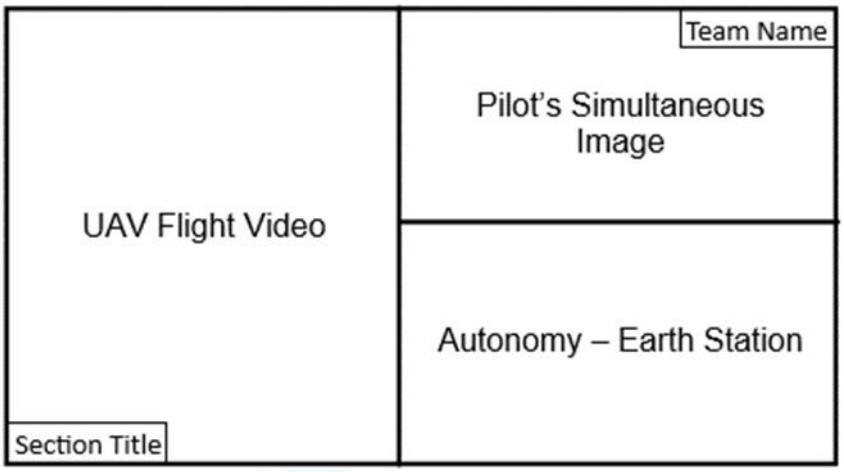

Figure 1: Screen Layout in Preparation and Mission Video
In this section, the video needs to be divided into three (3) parts as "aircraft flight video", "simultaneous image of the pilot", and "ground station" as in Figure 1. Teams are responsible for shooting and showing the images simultaneously in the video. The pilot image must be a wide-angle shot where the team pilot performing the flight is clearly seen together with the stick movements, not just the stick movements. The images showing the ground station must be in the form of a screen recording taken directly from the ground station screen, not with an external camera. Videos of teams which aren't in the desired manner aren't evaluated.